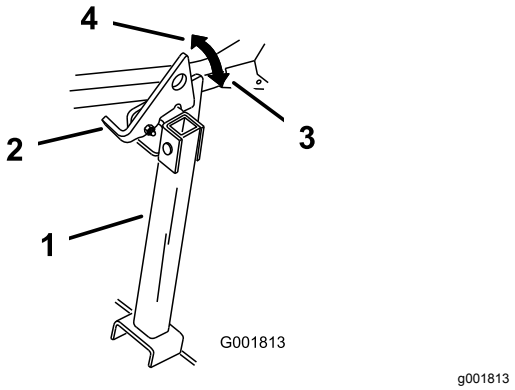

Bild 38
2. Heben Sie den Riegel in die entsicherte Stellung an (Bild 38).